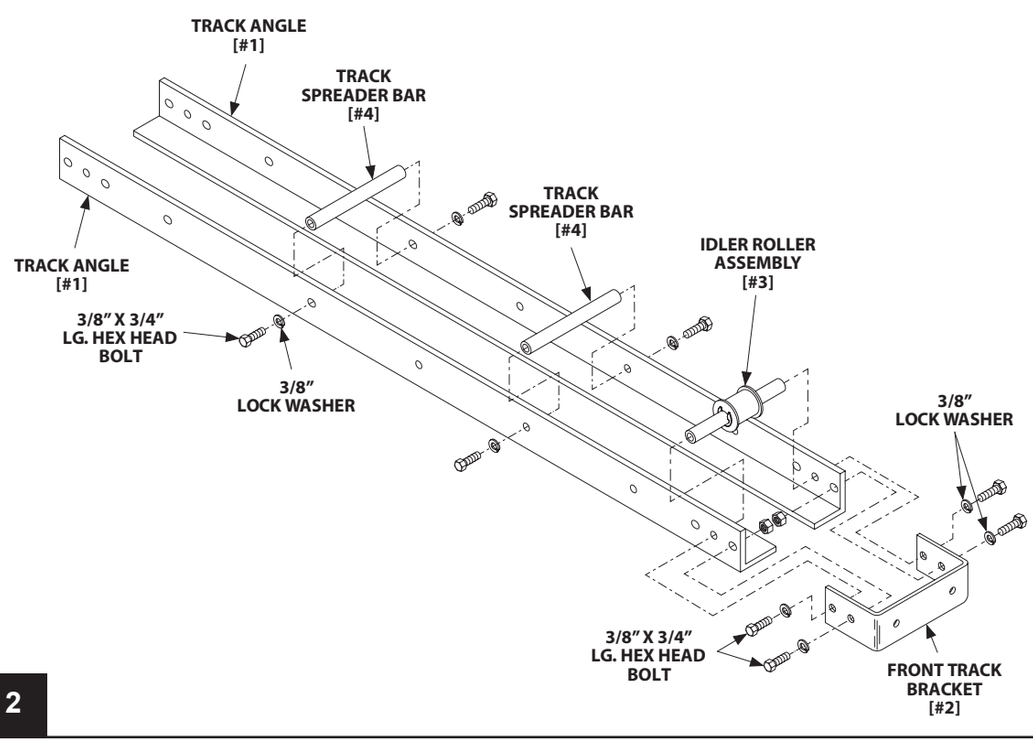

FIGURE 2
CAUTION: WHEN NECESSARY TO CUT TRACK, ENSURE THE ENDS ARE LINED UP AS SHOWN IN FIGURE 2.
1. Lay Track Angles [#1] on work surface as shown in **Figure 2**.
2. Install Front Track Bracket [#2] and Front Idler Roller Assembly [#3] to one end of track using 3/8 x 3/4 long hex head bolts and 3/8 lock washers, as shown in **Figure 2.**
3. Install two track spreader bars [#4], evenly spaced over length of track using 3/8 x 3/4 long hex head bolts and 3/8 lock washers, as shown in **Figure 2**.